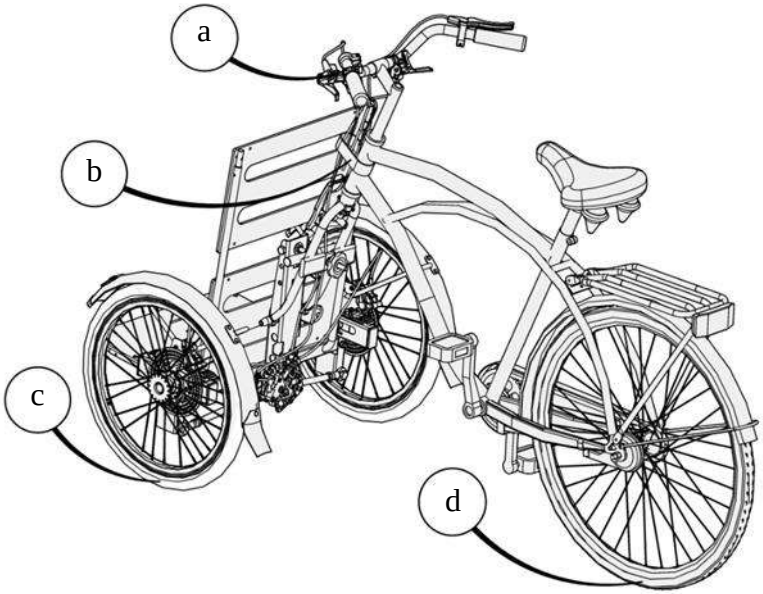

Abbildung 46 - Gesamtsicht über das Fahrrad mit dem AddBike+
- Prüfen Sie, ob der Bremshebel fest angezogen ist (der Hebel darf sich nicht um den Lenker bewegen können). Überprüfen Sie das Gleichgewicht der Bremsen (siehe Abbildung 46-a);
- Stellen Sie sicher, dass alle Kabel des AddBike+ durch die Kabelklemme sicher gehalten werden (siehe Abbildung 46-b) ;
- Prüfen Sie den Reifendruck des AddBike+. Er sollte zwischen 3,5 und 4 bar liegen (siehe Abbildung 46-c);
- Überprüfen Sie den Druck des Hinterrads Ihres Fahrrads (siehe Bedienungsanleitung des Ausgangsrads) (siehe Abbildung 46-d);